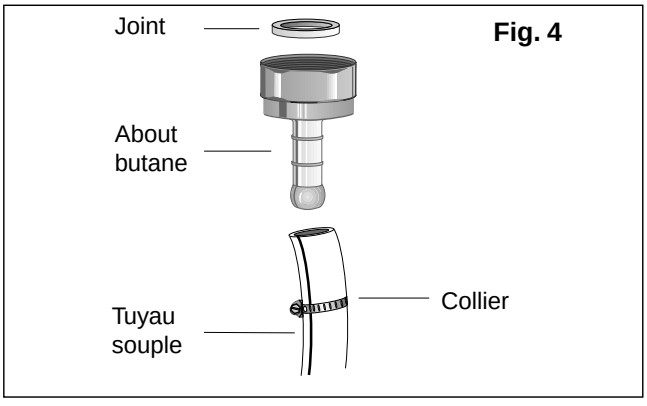

Fig. 4
- Pour les installations anciennes et en butane, vous pouvez utiliser un tube souple en caoutchouc d'une longueur maxi de 1,50 m et de 6 mm de diamètre intérieur, monté avec l'about spécial butane **(Fig. 4)**.